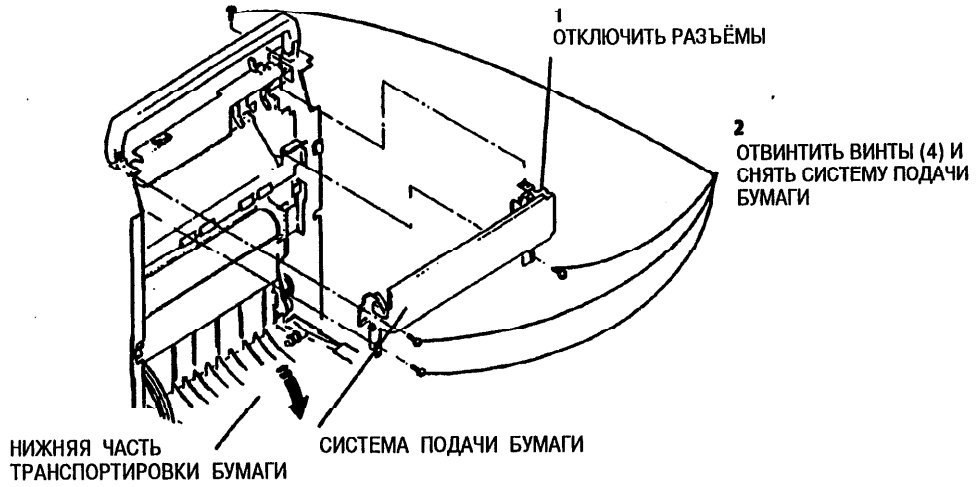

Рис. 2. Снятие системы подачи бумаги
6. (Рис. 2): Снять систему подачи бумаги.